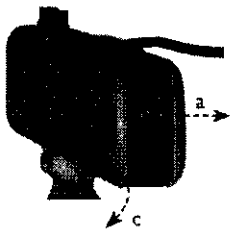

Fig. 17 Apertura de porta baterías del OPUS 1
2) Para abrir el porta baterías del OPUS 1, presione la palanca situada atrás del aparato, como se indica en la *Fig. 17* y sujételo en esta posición (a). Empuje la tapa del porta baterías hacia atrás 3 mm (b) sáquela presionando hacia delante (c).